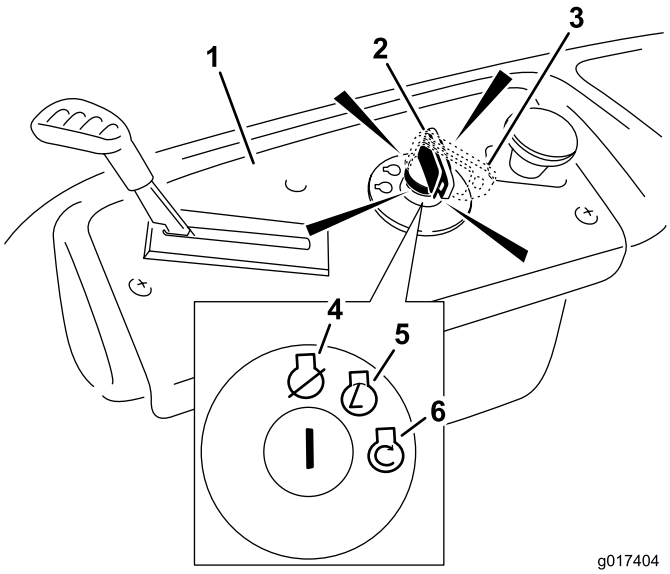

Figuur 13
4. Draai het contactsleuteltje op Start om de startmotor in werking te stellen. Laat het sleuteltje los zodra de motor aanslaat (Figuur 13).
3. Draai het contactsleuteltje op UIT (Figuur 13) en verwijder het sleuteltje.